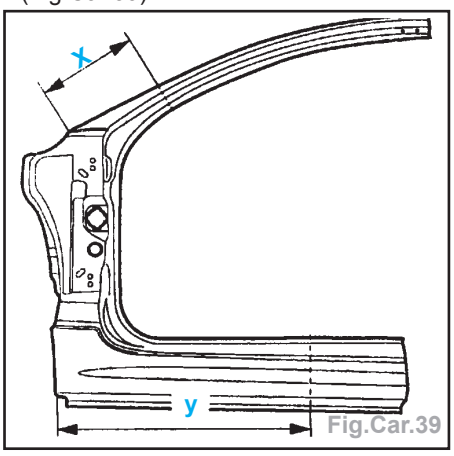

Fig.Car.39
- Tracer puis découper à l'aide d'une meule épaisseur 1 mm (coupe définitive) (Fig.Car.39).